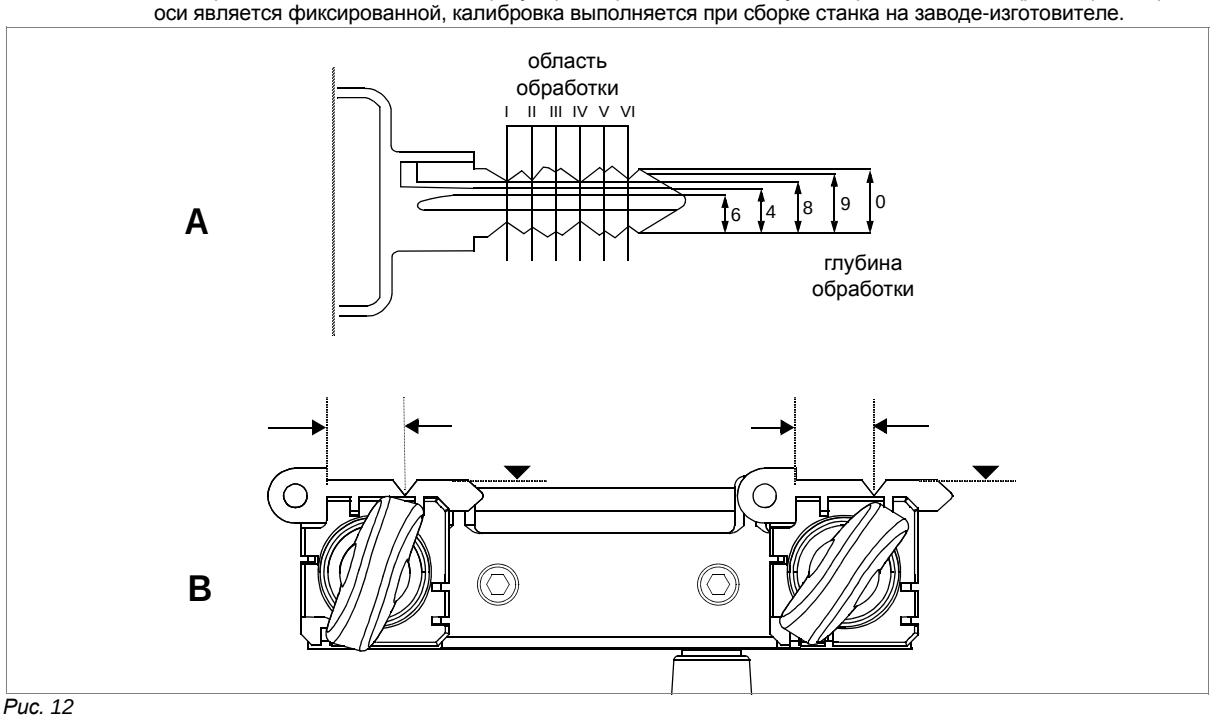

Рис. 12
Калибровка по оси заключается в регулировке расстояния между стопором и лезвиями (рис. 12). Настройка оси является фиксированной, калибровка выполняется при сборке станка на заводе-изготовителе.
Калибровка по глубине обработки (рис. 12-A).
2) Закрепите в зажимах регулировочные ключи (входят в комплект поставки) (рис. 12-B).